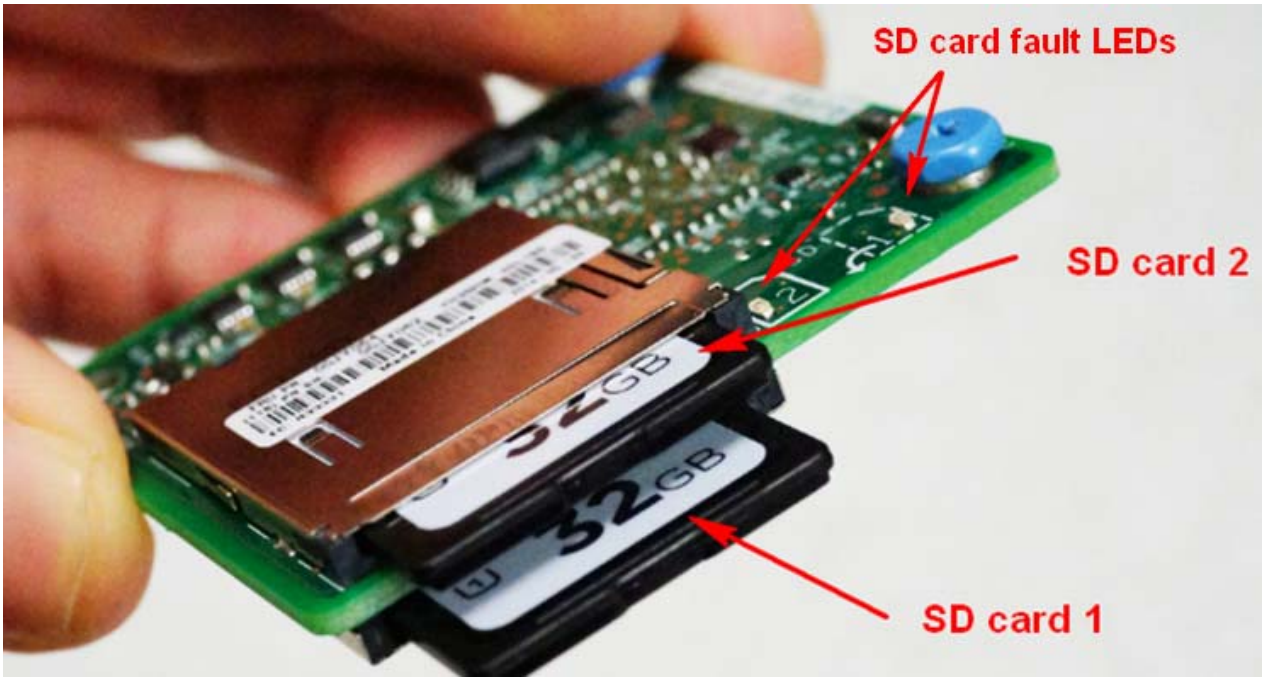

**Figure 29: SD media adapter with two SD cards**
**Figure 29** shows the SD media adapter with two SD cards.